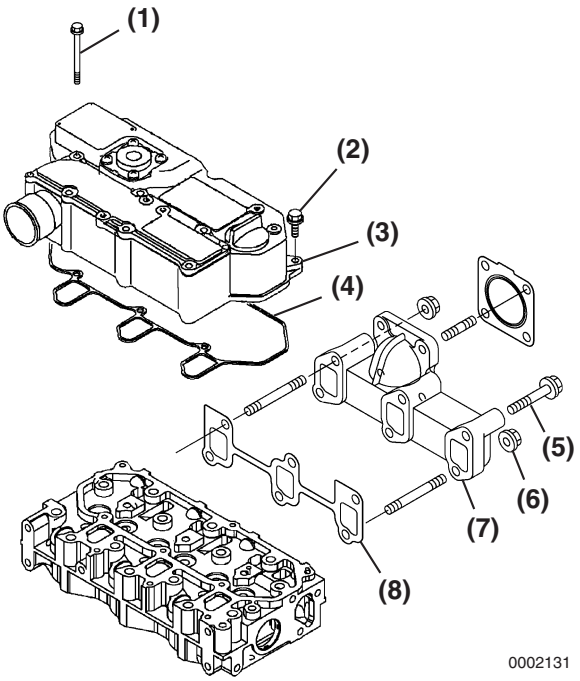

Figure 6-34
2. Lightly grease a new valve cover gasket **(Figure 6-34, (4))**. Place the gasket in the groove of the intake manifold / valve cover **(Figure 6-34, (3))**.
4. Reinstall and tighten bolts **(Figure 6-34, (1 and 2))** securely.
5. Reinstall the exhaust manifold using a new gasket. Tighten the bolts and nuts **(Figure 6-34, (5 and 6))** securely.